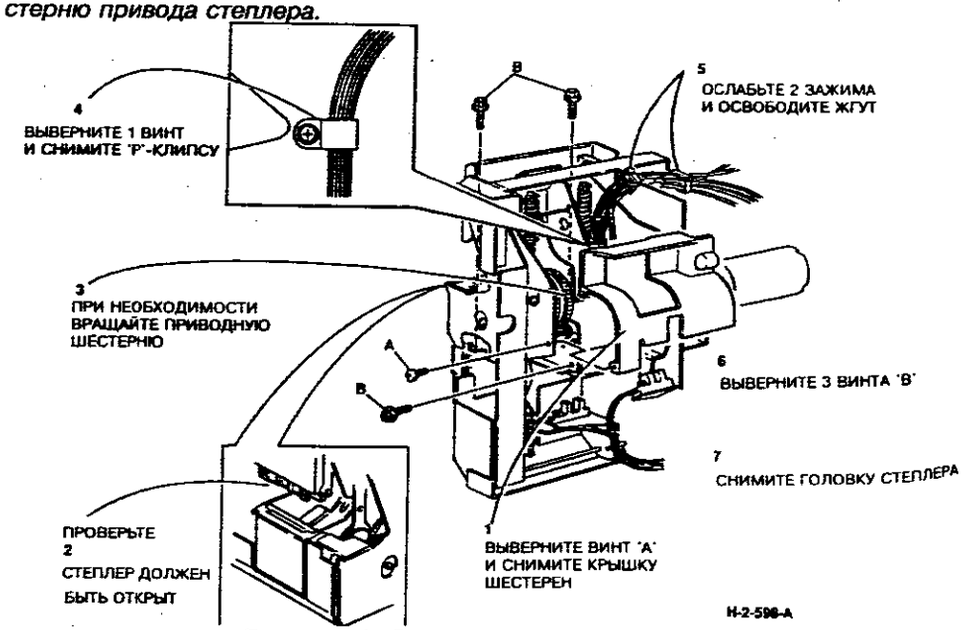

**Рисунок 1. Снятие головки степлера**
3. (Рисунок 1) Снимите головку степлера.
*ПРИМЕЧАНИЕ: (Рисунок 1) Для обеспечения доступа к передним фиксирующим винтам необходимо открыть головку степлера, повернув вручную шестерню привода степлера.*